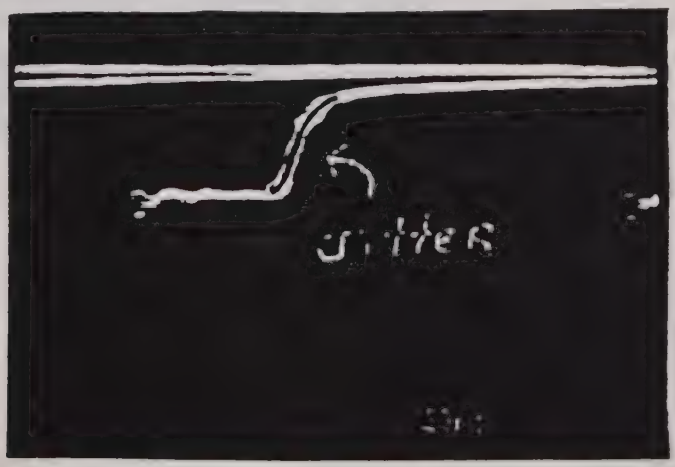

FIGURE 1
11. Probe U4-4. Adjust R54 and R35 as necessary to center the jitter, that is, make the rising edge jitter equal to the falling edge jitter. The jitter should be minimum on both edges. See Figure 1. Note that U4-2 and U4-11 do not fall below .4 volts DC. Record the pulse width of each signal at U4-4 and U4-9.
13. Probe U6-3. Verify that there are no false data pulses or jitter on the RZ data as shown in Figure 1.
15. Probe U6-3 . Verify that there are no false data pulses or jitter on the data pulses or jitter on the RZ data as shown in Fig. 1.
17. Probe U6-3. Verify that there are no false data pulses or jitter on the RZ data as shown in Figure 1.